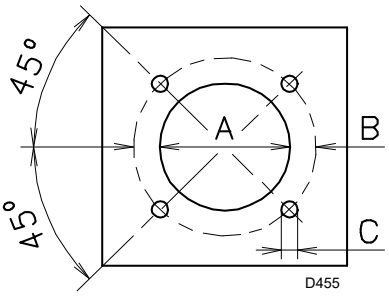

Fig. 11
Percer la plaque de fermeture de la chambre de combustion comme indiqué dans la Fig. 11.
- ➤ Introduire le brûleur entier sur le trou de la chaudière, réalisé auparavant comme dans la Fig. 11 à la page 16, et fixer avec les vis fournies en dotation.